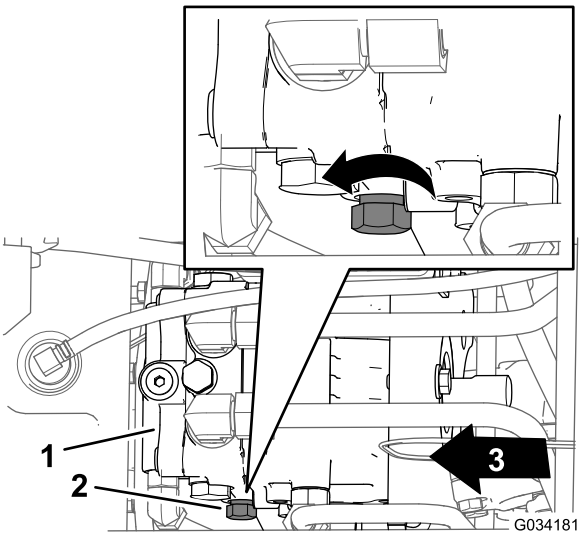

Figur 35
2. Find reguleringsgrebet til omløbsventilen på venstre side af hydraulikpumpen (Figur 35).
3. Drej reguleringsgrebet tre omgange mod uret (Figur 35).
1. Find reguleringsgrebet til omløbsventilen på venstre side af hydraulikpumpen (Figur 35).
2. Drej reguleringsgrebet (Figur 35) med uret, indtil du mærker modstand (omløbsventilen er lukket).